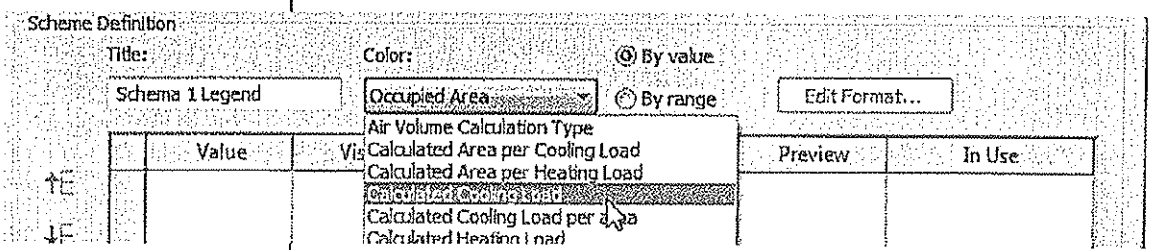

Figure 6–72
6. In the Color drop-down list, select an option, as shown in Figure 6–72. The available parameters depend on the type of scheme you are creating.